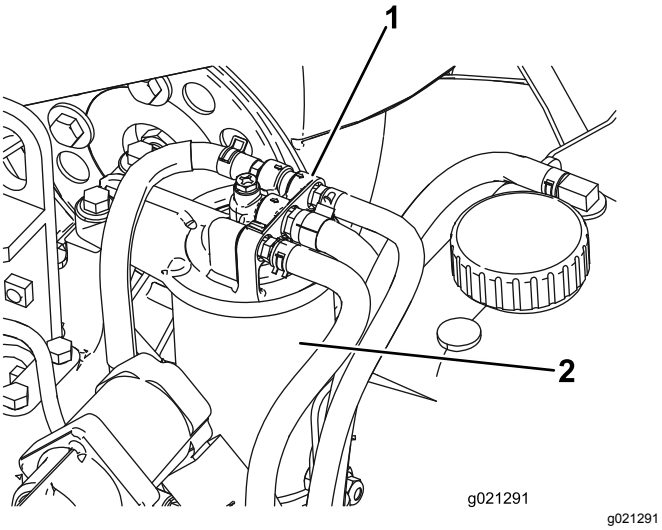

**Figur 79**
1. Rengør området omkring brændstoffilterhovedet (Figur 79).
2. Afmonter filteret, og rengør filterhovedets monteringsflade (Figur 79).